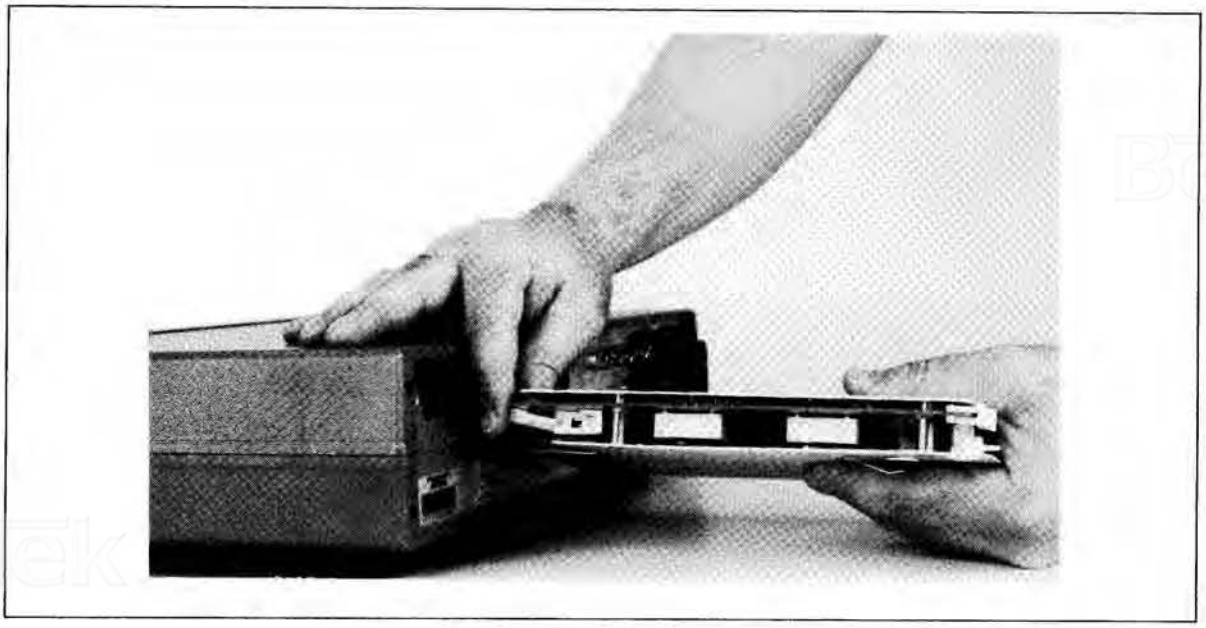

Figure 2-8. Connecting the Wiring Harness
a. Connect the HP 3457A wiring harness connector to the Plug-In Assembly connector as shown in Figure 2-8.